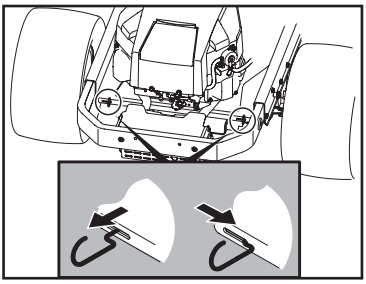

Fig. 03
4. Acione o bypass (hastes de passagem auxiliar da transmissão) em cada lado do equipamento. Em seguida, cuidadosamente empurre o equipamento para fora do palete de transporte. As hastes de passagem auxiliar da transmissão estão localizadas na parte traseira do equipamento, próximo a cada roda traseira. Conecte as hastes puxando para fora e para a direita, deixando elas retornarem, em seguida, para travar no seu lugar [Fig. 03].